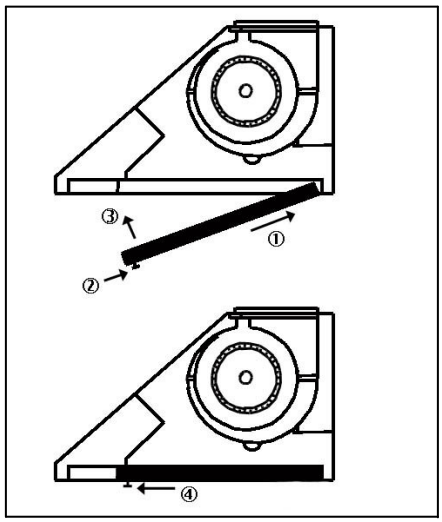

Figura 10
17) Coloque los filtros deflectores debajo de la campana. Consulte la Figura 10